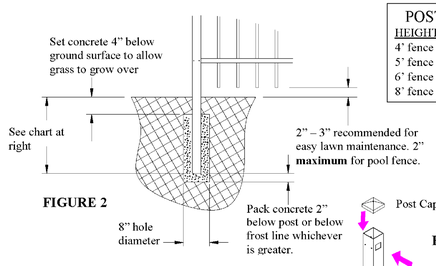

FIGURE 2
1.3. Proceed to dig post holes. Post center to center measurement will be 5' 11 1/8" when everything is level and tight. See Figure 2 (on next page) for post hole depth.